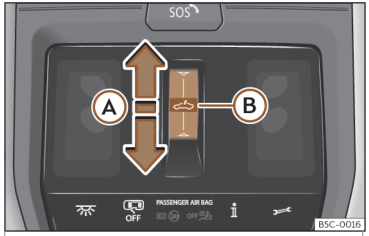

Abb. 89 Im Dachhimmel: Taste des Glasdachs.
- Automatische Bewegung: den Finger nach hinten über den Funktionsbereich ⌓ ››› **Abb. 89** Ⓐ ziehen.
- Innerhalb von etwa 5 Sekunden nach der Aktivierung des Einklemmschutzes den Finger nach vorne über den Funktionsbereich ›››Abb. 89 Ⓐ ziehen und gedrückt halten bis das Dach vollständig geschlossen ist.